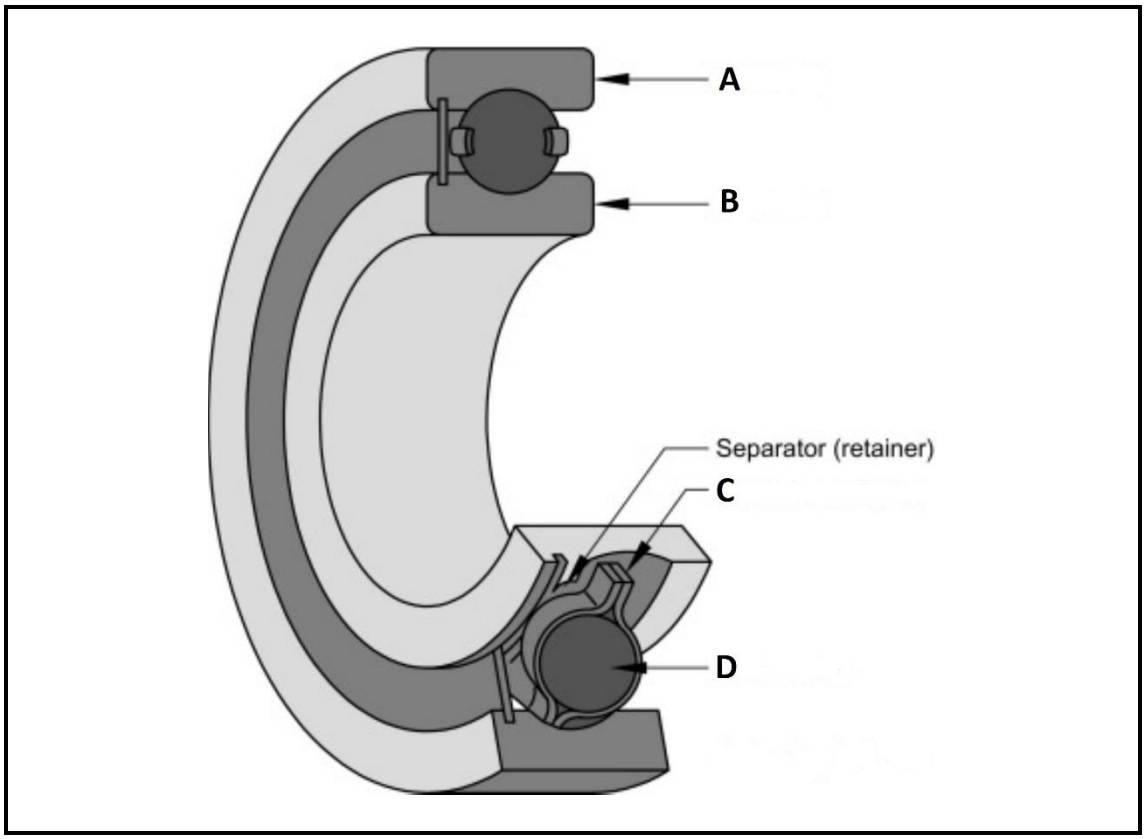

FIGURE 2
3.1 FIGURE 2 below shows one of the anti-friction bearings commonly applied in industry.